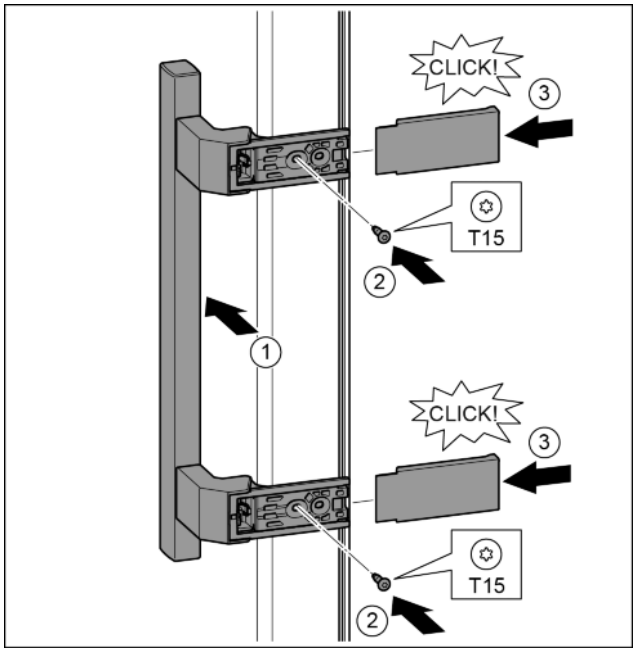

Fig. 32
▶ Nasaďte madlo na protilehlé straně. *Fig. 32 (1)*
▶ Šroubovákem T15 pevně utáhněte šrouby. *Fig. 32 (2)*
▶ Kryty bočně nasaďte a nasuňte. *Fig. 32 (3)*